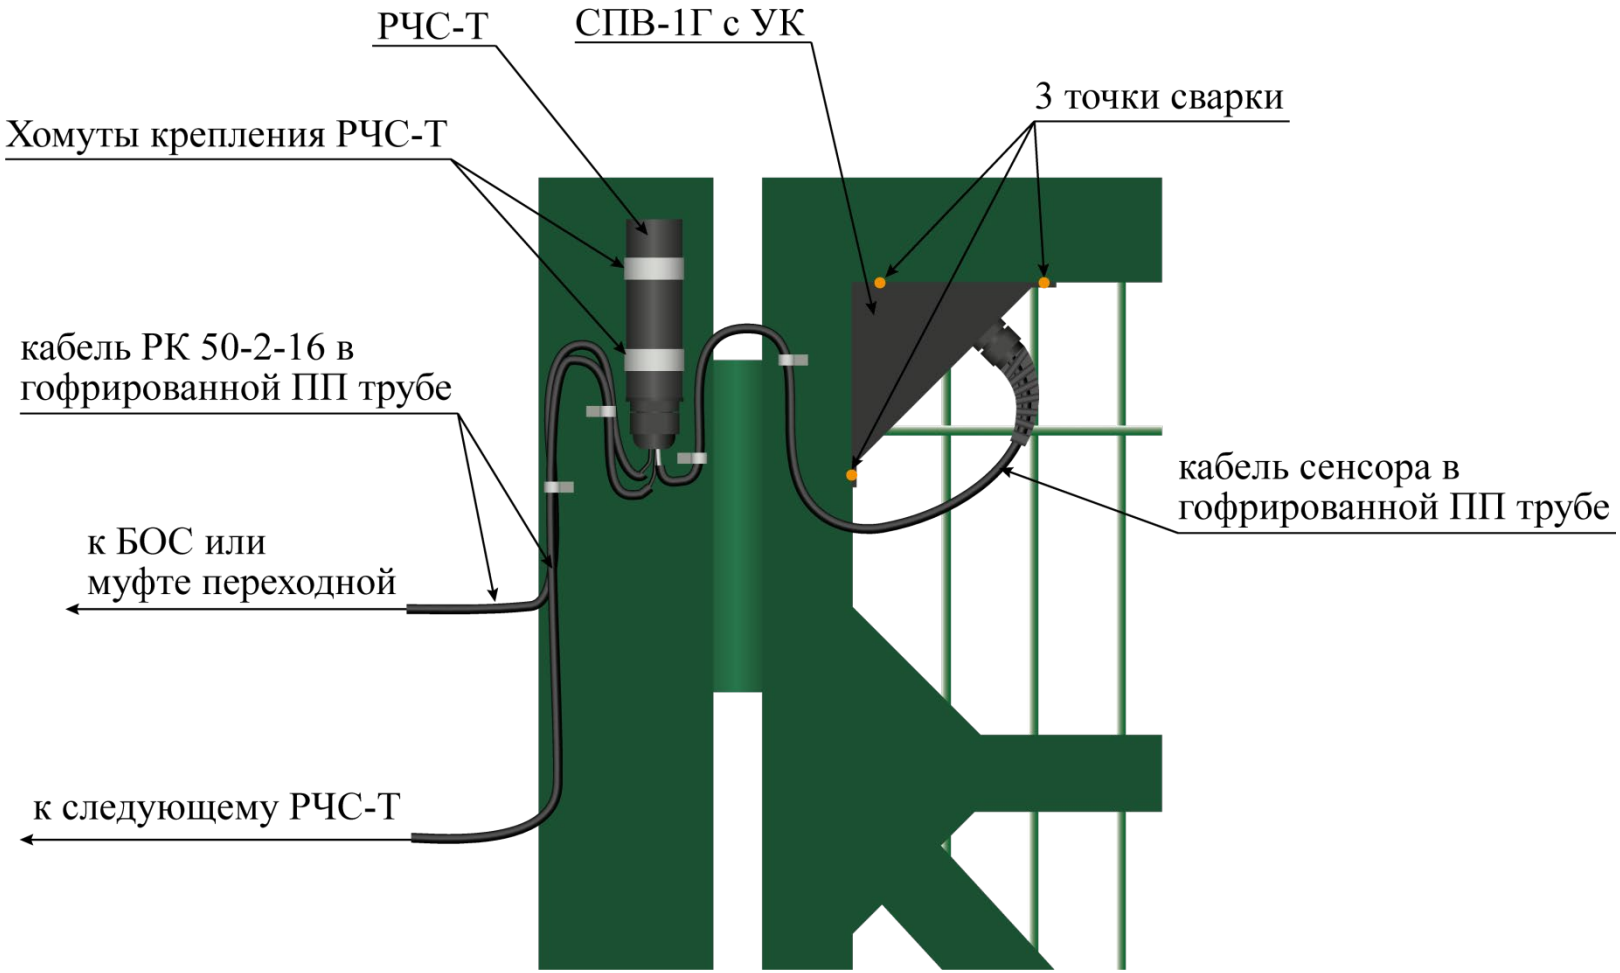

Рисунок 4.37 – Установка сенсора СПВ-1Г с узлом крепления
– сенсор расположить в углу створки ворот (калитки) со стороны петли (рисунок 4.37);
– узел крепления сенсора закрепить к каркасу створки методом сварки (рисунок 4.37);
– закрепить РЧС-Т хомутами к опоре ворот (калитки) или каркасу створки ворот (калитки) гермовводом вниз (рисунок 4.37);
– закрепить к опоре ворот (калитки) металлическими скобами металлорукава с кабелем РК (рисунок 4.37);
– один кабель РК подключить к БОС или к муфте переходной (в зависимости от проекта), другой через протяжную коробку к следующему РЧС-Т (рисунок 4.37).